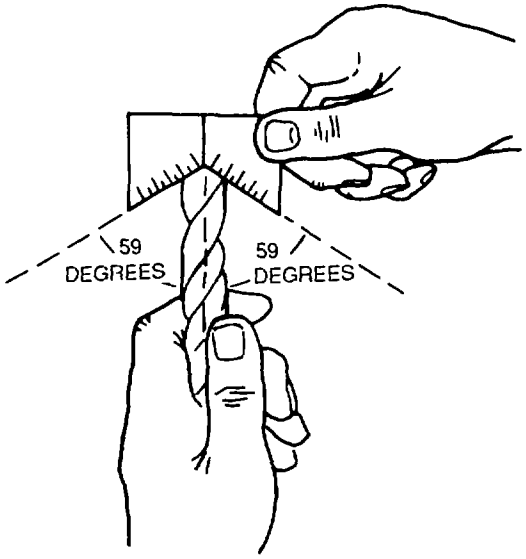

Figure 4-89. Using Drill Grinding Gauge
(3) Testing angles. Test the results of grinding with a drill grinding gauge to determine that the cutting edges are the same length and the angles are correct. This is shown in figure 4-89. To determine heel angle, proceed as follows: